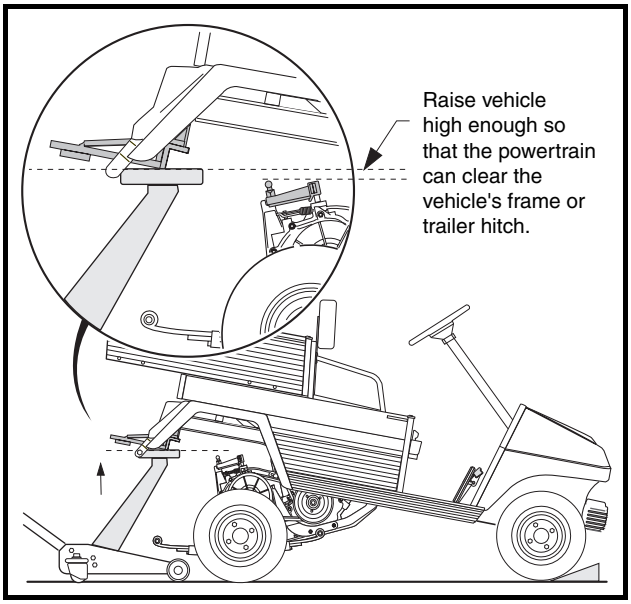

Figure 16-24 Raise Vehicle
11. Continue raising vehicle until frame or trailer hitch is higher than the top of the unitized transmission (enough to allow transaxle and engine to be rolled under and out of vehicle) **(Figure 16-24, Page 16-12)**.